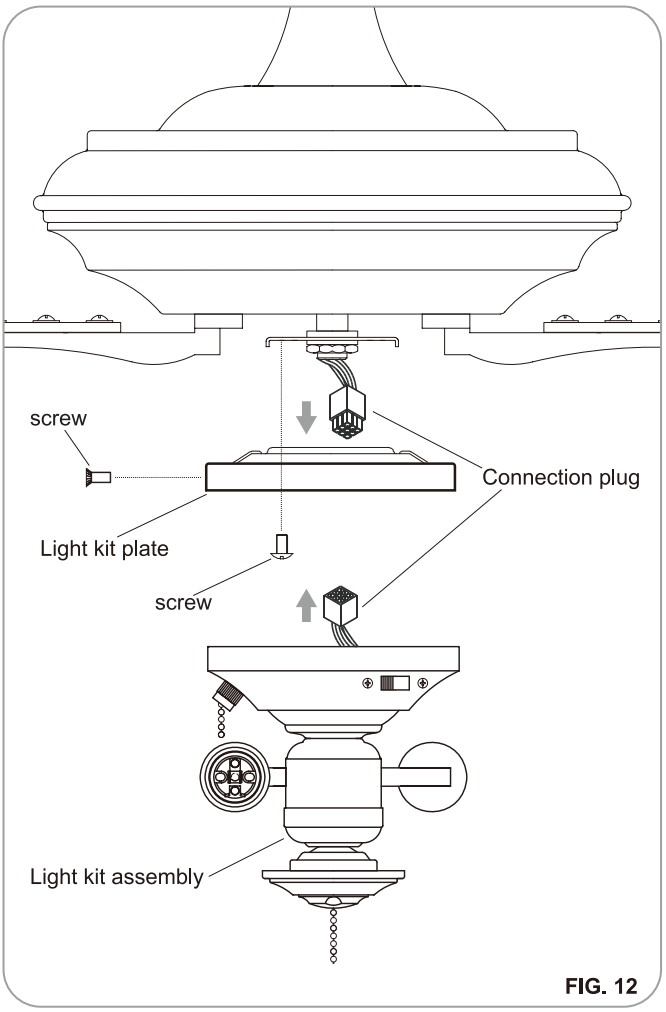

FIG. 12
Step2.Remove 1of 3screws from the mounting ring and loosen the other 2 screws.(Do not remove.) (Fig.12)
Step3.Place the key holes from the light kit plate over the 2 screws previously loosened from the mounting ring , turn light kit plate until it locks in place at the narrow section of the key holes. Secure by tightening the 2 screws previously loosened and the one previously removed.(Fig.12)
Step4.While holding the light kit assembly under your fan, firmly snap the wire connection plugs together. (Fig.12)
Step5.Align the holes in the light kit assembly with the holes in the light kit plate. Tighten the three screws removed in step1.(Fig. 12)